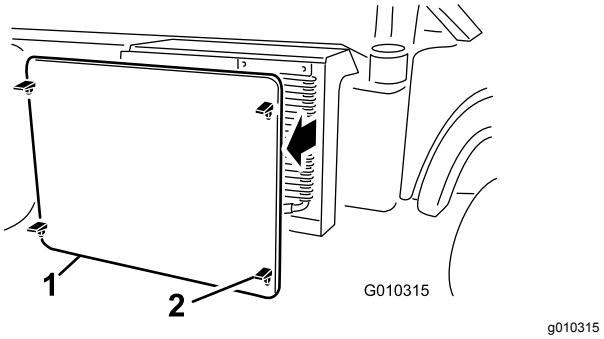

Figur 50
5. Løsne og fjern radiatorskjermen fra forsiden av radiatoren (Figur 50).